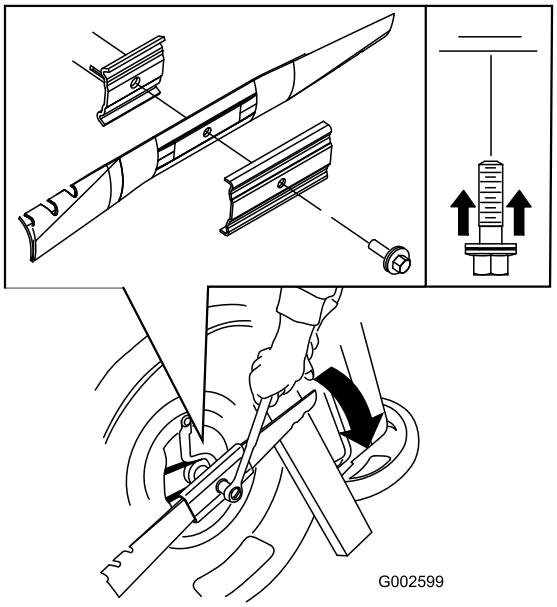

Figur 39
3. Bruk en treblokk til å holde kniven fast (Figur 39).
4. Fjern kniven, behold alle monteringsdeler (Figur 39).
5. Monter den nye kniven og alle monteringsdeler (Figur 39).